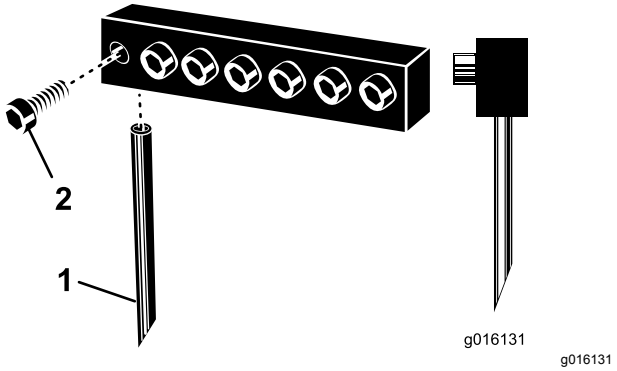

Figur 30
3. Løsne festeboltene og fjern pipene du har brukt tidligere (Figur 30).
Merk: Utløsningsåpningen for hule luftepiper skal være vendt mot bakre del, mens tuppvinkelen for solide piper skal være vendt mot maskinen (Figur 30).